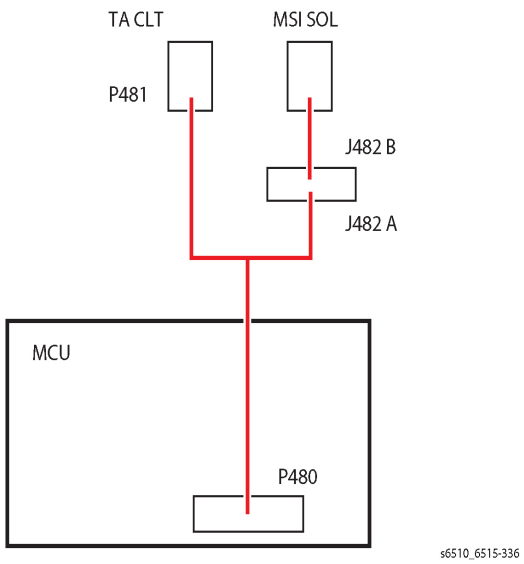

Figure 1
a. Check the connections to the MSI FEED SOLENOID PL 13.1 Item 7, and the MCU Board PL 18.1 Item 1, at P/J480 and P/J482 and verify they are fully seated (Refer to Figure 1).